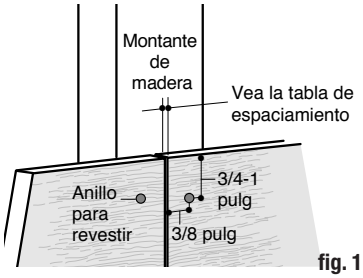

fig. 1
- Los sujetadores deben ser colocados por lo menos a 1/4 de pulgada por encima de la línea de solape donde se instalará el siguiente grupo, de 3/4 a 1 pulgada desde el borde superior de la tabla y a 3/8 de pulgada de los extremos (fig. 1).
- Todas las juntas a tope deben caer sobre una viga (fig. 1).